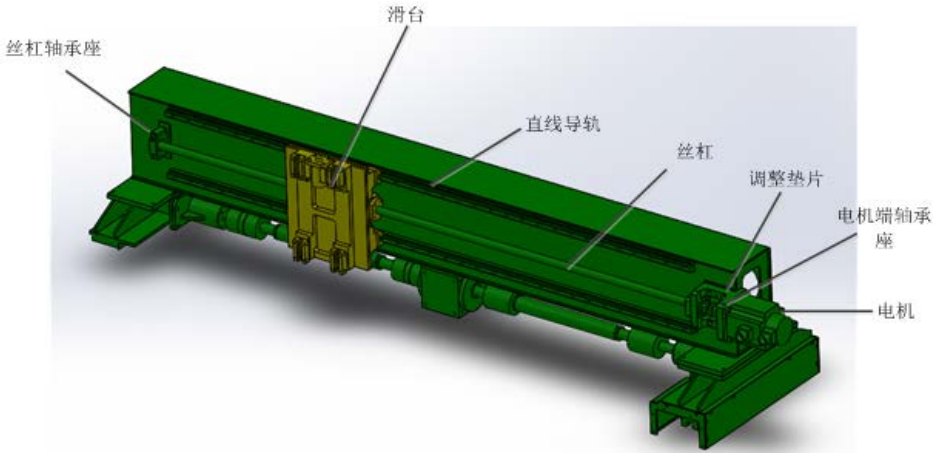

图2 直线运动单元
3.3.1　将轴承座安装在丝杠两端，用圆螺母紧固，并将止动垫圈的翅片撬起到圆螺母的缺口内，如图2所示。